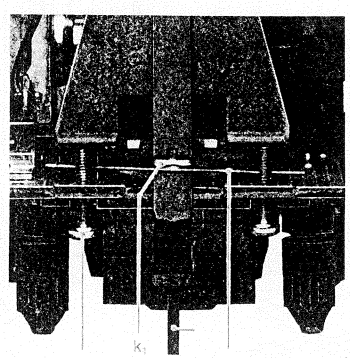

Abb. 10
2. Bei Geräten mit einem Cassettenfanghebel k_4 (Abb. 10):